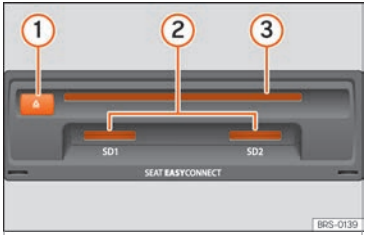

Fig. 198 Ranhuras para suportes de dados no porta-luvas.
- Inserir um CD na ranhura ››› Fig. 198 ③ até que o equipamento o introduza automaticamente.
Introduzir o cartão de memória compatível com o canto recortado primeiro e com o rótulo para cima (contactos para baixo), na ranhura ››› Fig. 198 ② ou ››› Fig. 173 ⑨, até que encaixe.